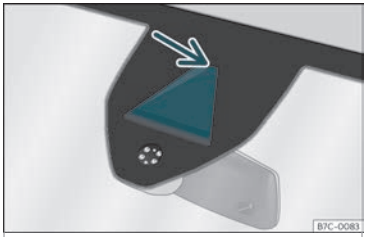

Fig. 223 No parabrisas:área de campo visual do sistema de aviso de saída do carril.
- **Limpar regularmente a zona de visión da cámara e mantela limpa, sen neve e sen xeo ››› fig. 223.**